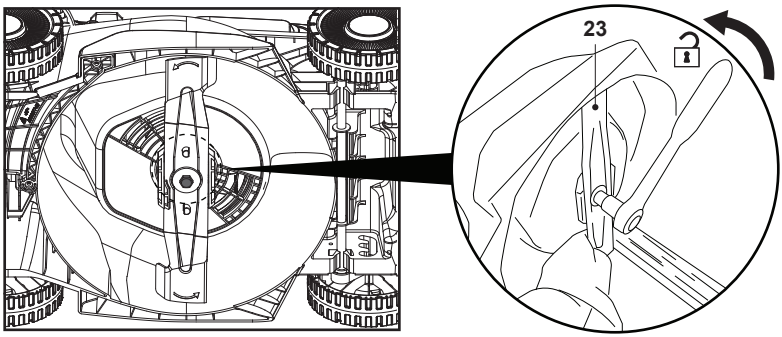

Fig. 18
NOTA: Se, em vez de uma chave de impacto elétrica, for utilizada uma chave de ferramentas manual ou uma chave inglesa, a lâmina de corte (23) deve ser impedida de rodar enquanto desaperta o parafuso. Use luvas resistentes e segure a lâmina com firmeza. Use uma peça de madeira com um tamanho adequado para bloquear a rotação da lâmina, se necessário (Fig. 18).